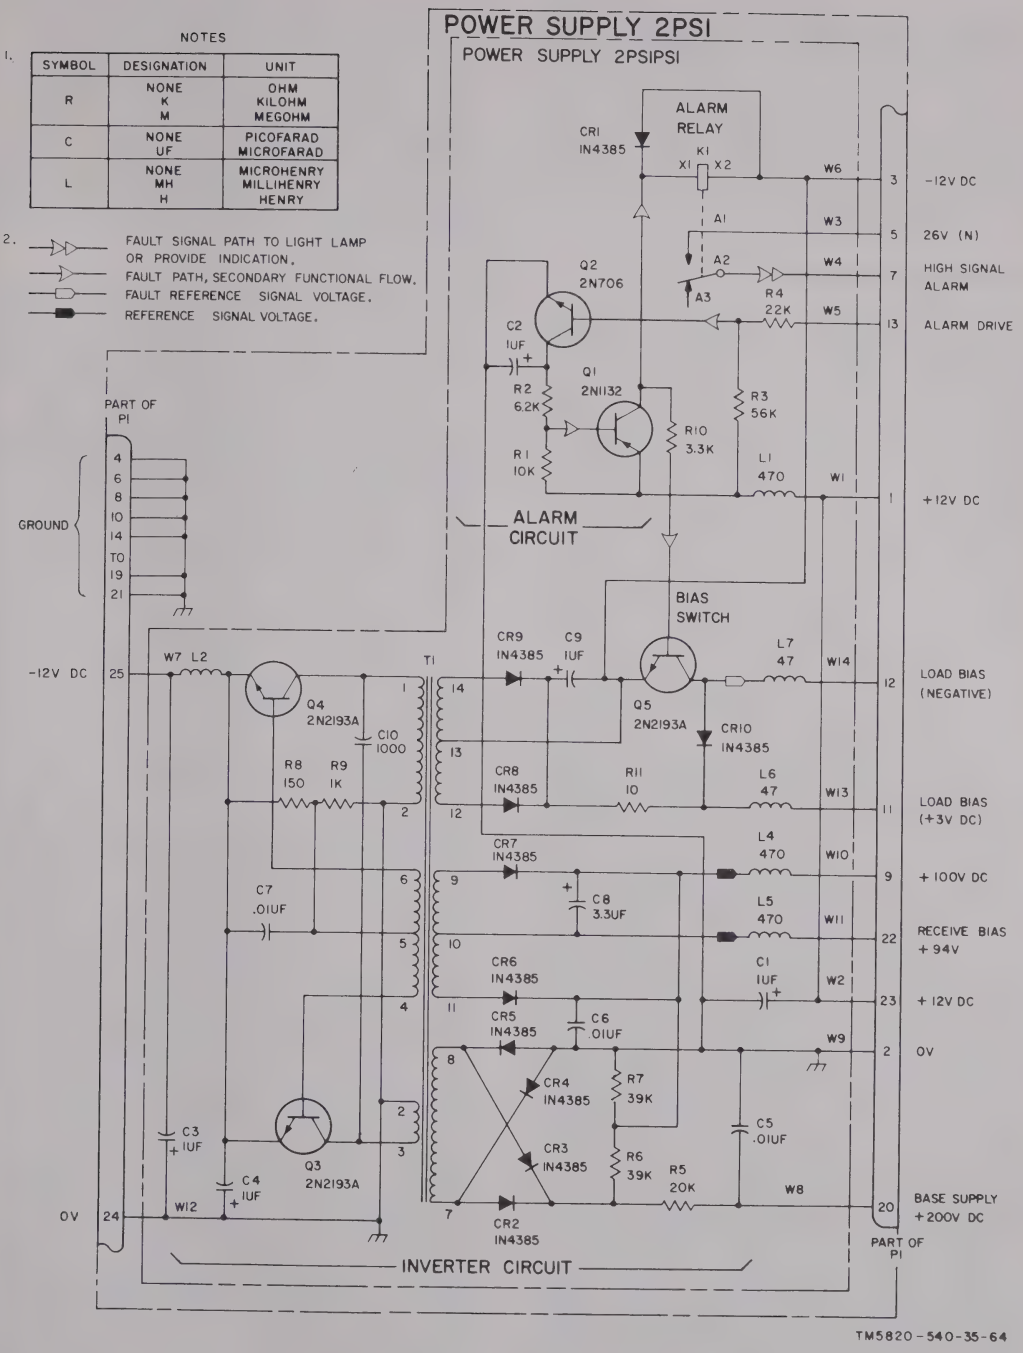

Figure 2-43. Power supply 2PS1, schematic diagram.
(2) *Power supply 2PS1* (fig. 2-43). The alarm drive signal from the Q1 emitter is coupled through inter-unit wiring and R4 to the base of Q2 in power supply 2PS1. Under high-signal conditions this is a positive signal which turns on Q2. The operating point of the alarm circuit is set by +12v dc, applied to the base of Q2 through R3. The collector of Q2 is connected through R2 to the base of PNP transistor Q1; therefore when Q2 conducts, Q1 conducts also, and alarm relay K1 is turned on, closing the 24v path to the HIGH SIGNAL alarm circuit. The positive signal at the Q1 collector is also coupled through R10 to the base of Q5, turning it on. Q5 is in series with a 3-volt supply which is connected back to the load arm PIN diode in electronic switch 2A4A1. This voltage then becomes a forward bias to load arm diode CR3, reducing its rf impedance and providing an rf path to electrical dummy load 2A3. The power supply circuits consist of a 25-kHz inverter transformer, T1, and transistor switching circuit Q3 and Q4. When -12v input voltage is applied through L2 to the circuit, -11v dc appears between terminal 5 of the inverter transformer T1 and emitters of Q3 and Q4, across C7. Bias voltage is applied to the bases of transistors Q3 and Q4 through terminals 4 and 6 of transformer T1. Q3 is cut-off while Q4 is conducting, and the voltage appearing at the collector of Q3 remains there until the transformer saturates (a period of 1/25,000 second); as saturation is reached, voltages of opposite polarity are induced in all windings, causing a reversal of current and voltage relationship between Q3 and Q4, with Q4 cut-off while Q3 is conducting. The resulting output voltage is a dc square wave with a frequency of 25 kHz. The 200v ac, 25-kHz square wave at terminals 7 and 8 is rectified in a conventional bridge rectifier; CR2, CR3, CR4, and CR5. The resultant +200v dc is fed as a base drive for switching transistors Q3 and Q4 in electronic switch control 2A4A2, through two resistors, R5 in power supply 2PS1 and R10 in electronic switch control 2A4A2. The voltage across secondary windings 9, 10, and 11 is rectified in CR6 and CR7 to give 6v peak across C8. The upper side is connected to the +100v dc line, derived from divider R6 and R7, so that the potential of the receiver bias line is 94 volts. The voltage across C8 is fed from the +100v line through L4 and 2PS1 pin 9 to electronic switch control 2A4A2 through Q3, in series with PIN diodes CR1 and CR2 in the receive arm, and back to the 94-volt line to forward bias the PIN diodes under normal operating conditions. The ac voltage across secondary windings 12, 13 and 14 is rectified by CR8 and CR9 so that 3v dc is developed across C9. This voltage is fed through transistor Q5 (normally cut-off) and chokes L6 and L7 to the load arm to reverse bias PIN diode CR3; Q5 operates in conjunction with the alarm circuits as described above.